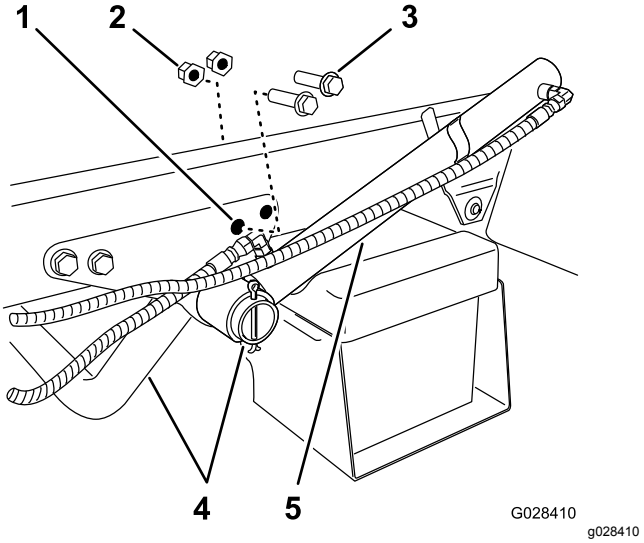

Figuur 6
1. Verwijder de 2 achterste flenskopbouten en 2 flensborgmoeren waarmee de steunbeugel voor de motorbuis bevestigd is aan het frame van de machine (Figuur 6).
2. Draai de hefcilinder zodat er ruimte is voor de montage van de bevestigingsbeugel voor het tankframe (Figuur 6).